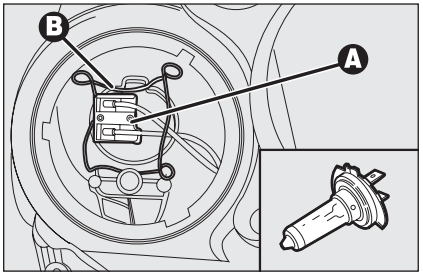

rys. 26 A0E0223m
- ❒ rozłączyć konektor elektryczny **A-rys. 26**;
- ❒ zamontować nową żarówkę następnie zaczepić sprężynę mocującą żarówkę **B-rys. 26**;